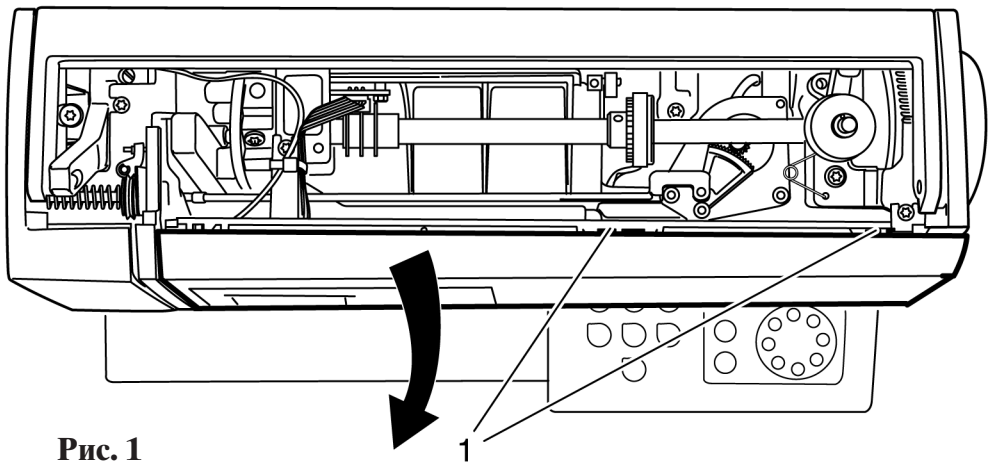

Рис. 1
- Слегка приподнимите накладки 1 и снимите прозрачный экран передней панели корпуса в направлении поворота (рис. 1).